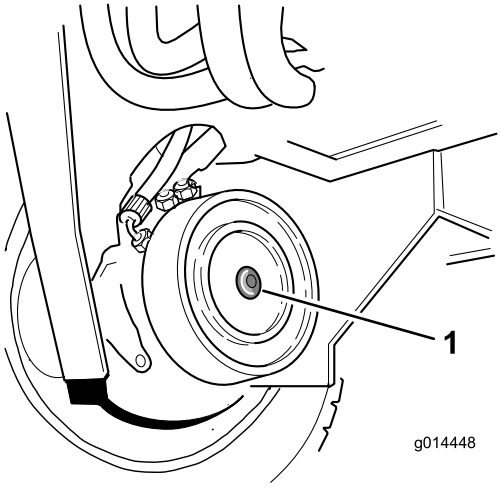

**Figuur 51**
2. Ga naar de schijfrem van de rechter voorwielmotor en verwijder de zeskantige plug (Figuur 51).